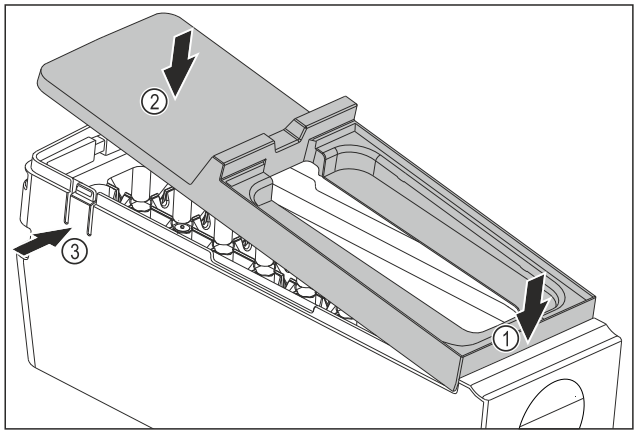

Fig. 108
▶ Смонтируйте крышку корпуса EasyTwist-Ice: Установите крышку спереди. *Fig. 108 (1)*
▶ Опустите крышку сзади. *Fig. 108 (2)*
▷ Крышка со щелчком фиксируется в накладках *Fig. 108 (3)*.